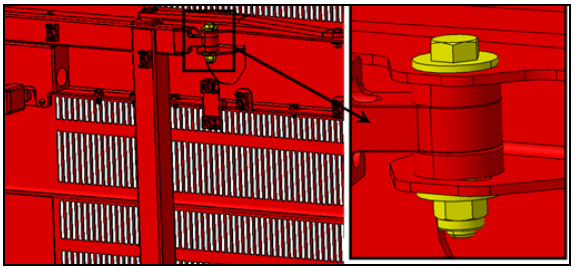

FIGURE 110:
6. 6. Si la position longitudinale au niveau du bras supérieur est hors tolérance, vous pouvez ajuster la porte en utilisant le jeu au point d'attache entre le bras supérieur et la porte. (Figure 110:).